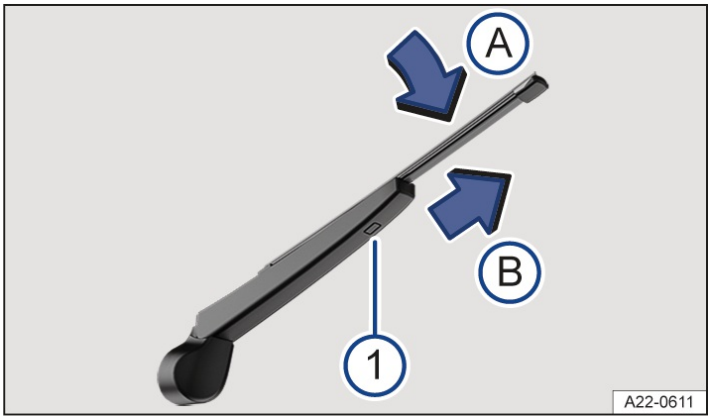

Fig. 2 Changing the rear window wiper blade.
3. Press and hold the release button → *fig. 2* (1).
4. Tilt the wiper blade toward the wiper arm → *fig. 2* (A) while removing it in the direction of the arrow (B). You may need to use more force to do this.
5. Slide a new wiper blade with the same length and design onto the wiper arm in the opposite direction to the arrow until it engages → *fig. 2* (B). For this to work, the wiper blade has to be folded out→ *fig. 2* (A).